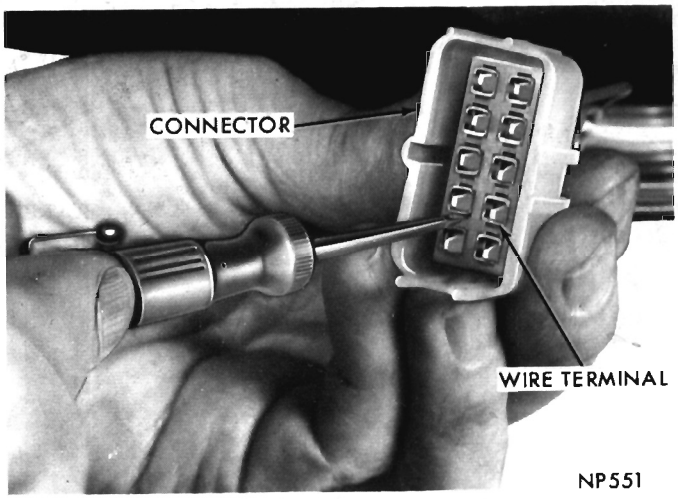

Fig. 7—Removing Wires from Connector
(8) While pulling slightly on wire (Fig. 7), insert